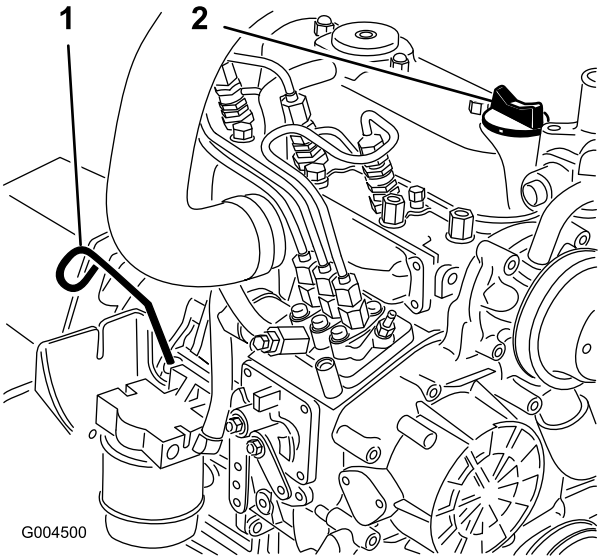

Figur 42
3. Fjern målepinden (Figur 42), tør den af, og sæt den tilbage igen. Fjern målepinden, og kontroller oliestanden.
4. Hvis olieniveauet er under FULL-mærket, skal du fjerne påfyldningsdækslet (Figur 42) og fylde olie på, indtil niveauet når FULL-mærket.